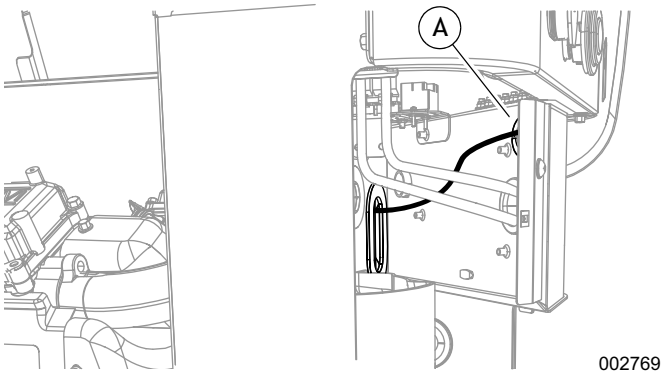

Рисунок 12. Прокладка проводов к панели пользовательских подключений
1. См. *Рисунок 12*. Протяните выводные провода через изолирующую втулку (A) панели пользовательских подключений.